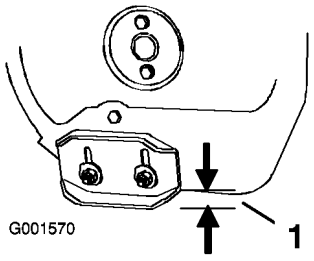

Figura 36
2. Allentate i dadi che fissano entrambe le slitte ai lati della coclea, finché le slitte non scorrono liberamente verso l'alto ed il basso (Figura 36).